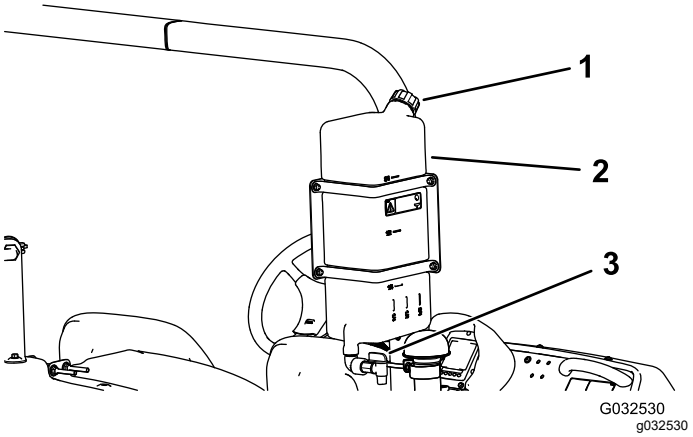

Bild 29
- Schrauben Sie zum Füllen des Behälters den Deckel oben am Behälter ab, füllen Sie den Behälter mit frischem Wasser und schrauben den Deckel auf (Bild 29).
- Drehen Sie zum Öffnen des Hahns am Frischwasserbehälter den Hebel am Hahn (Bild 29).